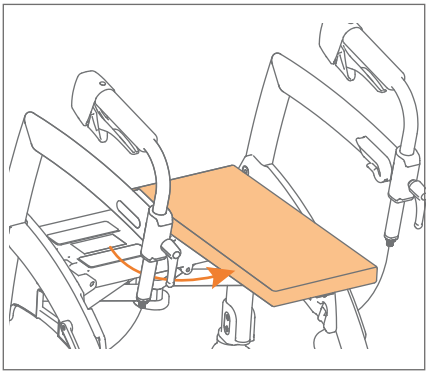

Figure 10: Tourner le coussin.
c. Retirez le coussin de siège, tournez-le à 90 degrés et fixez-le transversalement sur le côté du bouton rouge **(Figure 10)**.